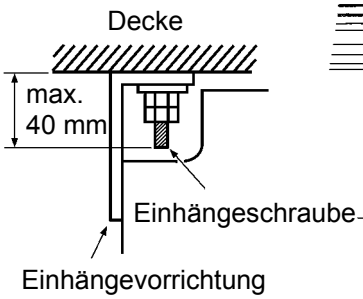

Abb. 25
- Stellen Sie den Abstand zwischen dem Gerät und der Deckenplatte vorher ein (siehe Abb. 25).